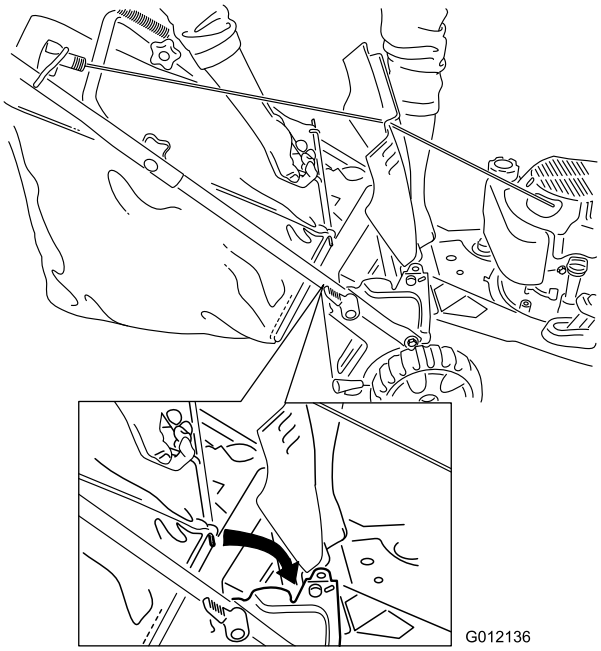

Figuur 16
2. Zet de achterklep omhoog en houd hem in deze stand; monteer de grasvanger in de inkepingen en zet de achterklep omlaag (Figuur 16).